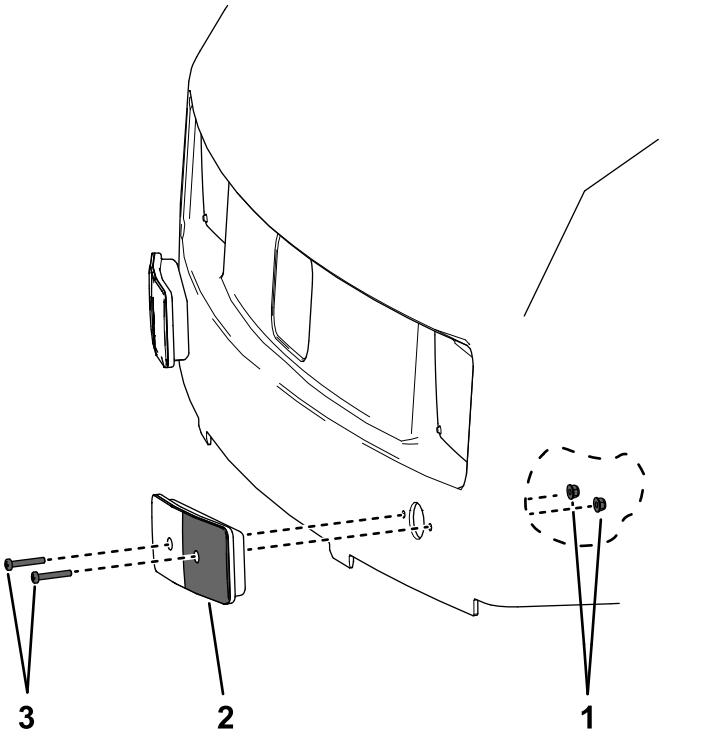

Figura 4
A. Inserite 2 bulloni a testa Phillips attraverso la luce e nei fori esterni dal diametro di 6 mm nel cofano (Figura 4).
B. Fissate i bulloni utilizzando i dadi flangiati (Figura 4).